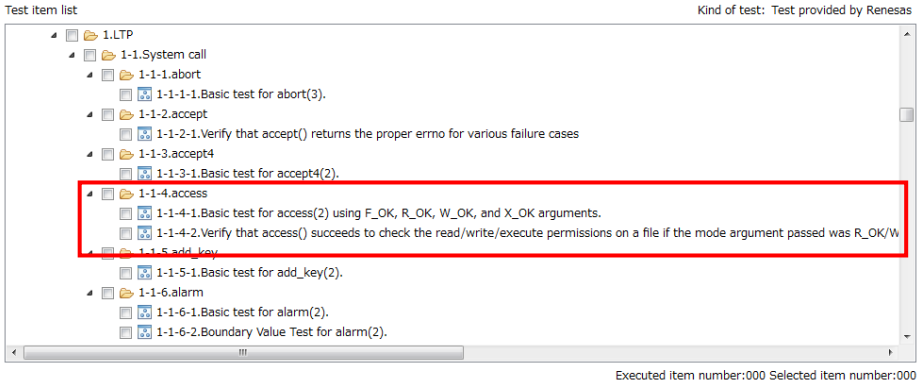
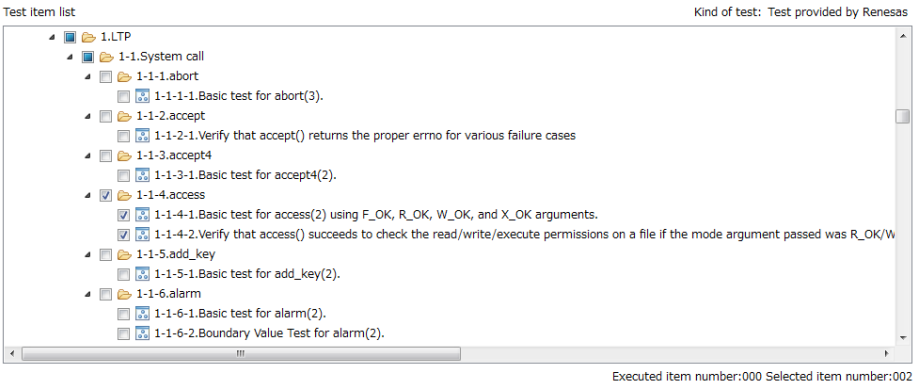

Figure 4-10 Before Selecting Items to Be Tested
Figure 4-11 After Selecting Items to Be Tested
An example of the selection of items is shown in Figure 4-10 and Figure 4-11. In this example, selecting item 1-1-4 selects items 1-1-4-1 and 1-1-4-2.